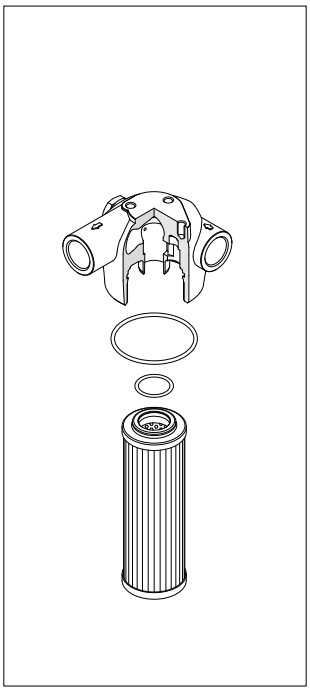

fig. 13
- (Fig. 13) Alloggiare l'O-ring nella gola della testata, inserire l'O-ring nel cerchietto dell'elemento filtrante.